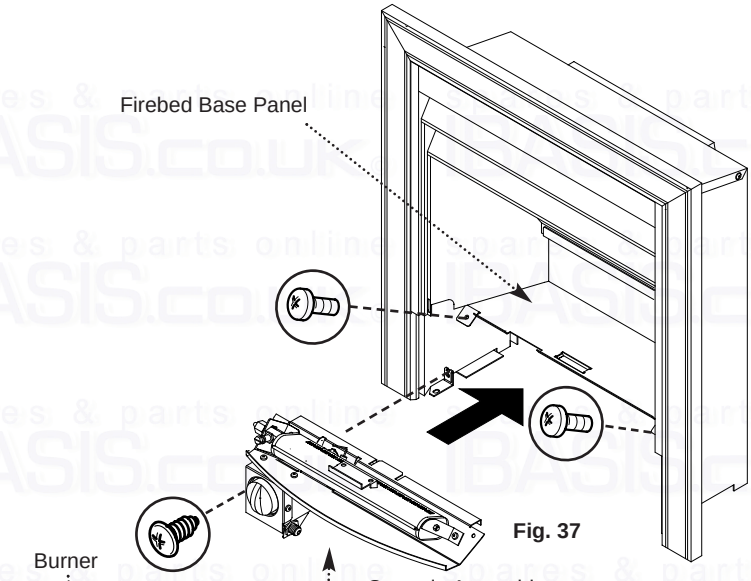

Fig. 37
1. Remove any deposits from the firebed base panel (Fig. 37).